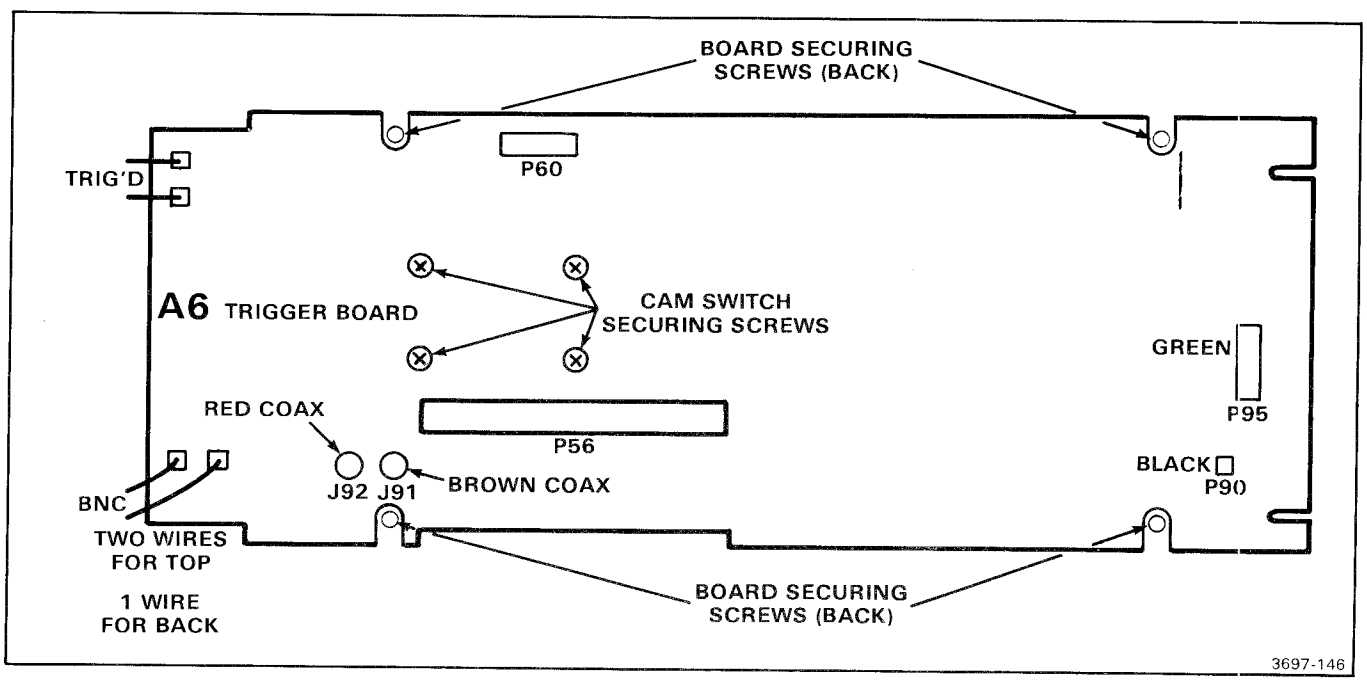

Figure 4-23. A6 board securing hardware and connector locations.
Refer to Figure 4-23 for the location of parts mentioned in the following removal and installation procedures.
If a new A6 board is to be installed, save the support posts, screws and push-button knobs, remove the bulb and wires from the board and solder them into the new board(See Figure 4-23). Refer to Soldering Techniques earlier in this section. If new parts are desired, part numbers may be found in the Replaceable Electrical Parts list and Replaceable Mechnical Parts list in this manual.
1. Reverse the order of removal (see Fig. 4-23).